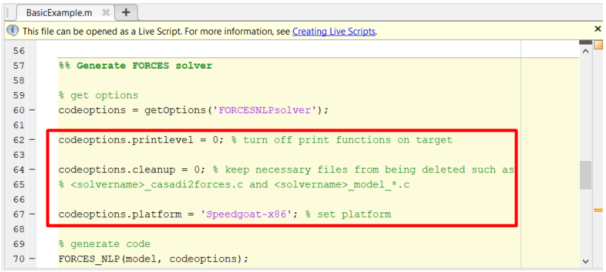

Figure 10.60: Set the appropriate code generation options.
1. (Figure 10.60) Set the code generation options: